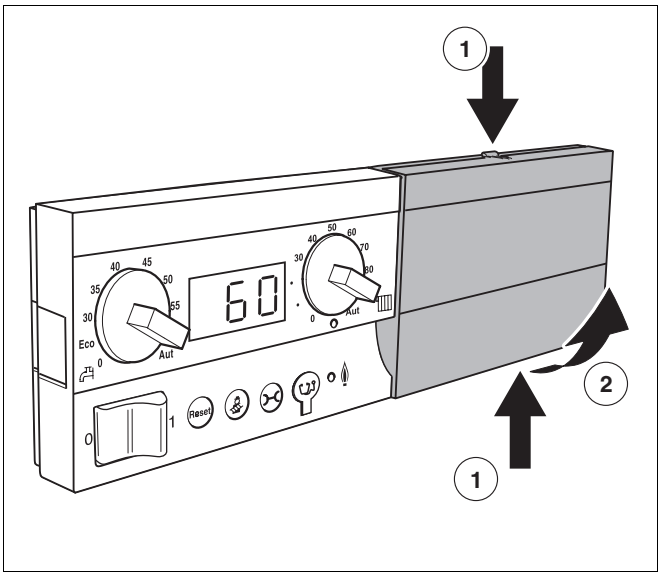

Bild 29 Blende abnehmen
- Entriegelungslaschen an der Blende (Bild 29, **Pos. 1**) oben und unten gleichzeitig drücken.
- Blende in Pfeilrichtung von der Grundplatte nehmen (Bild 29, **Pos. 2**).